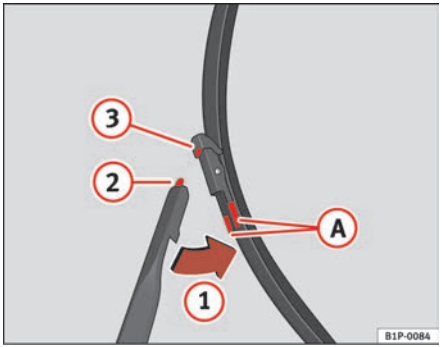

Fig. 148 Changing the front wiper blades
– Press on the side tabs (A) and release the blade moving it in the direction of the arrow (1) ⇒ fig. 148.
– Insert the tab (2) into the slot (3) of the blade ⇒ fig. 148. ▶
– Move the blade towards the arm in the opposite direction of the arrow (1), until it clicks into position ⇒ page 214, fig. 148.